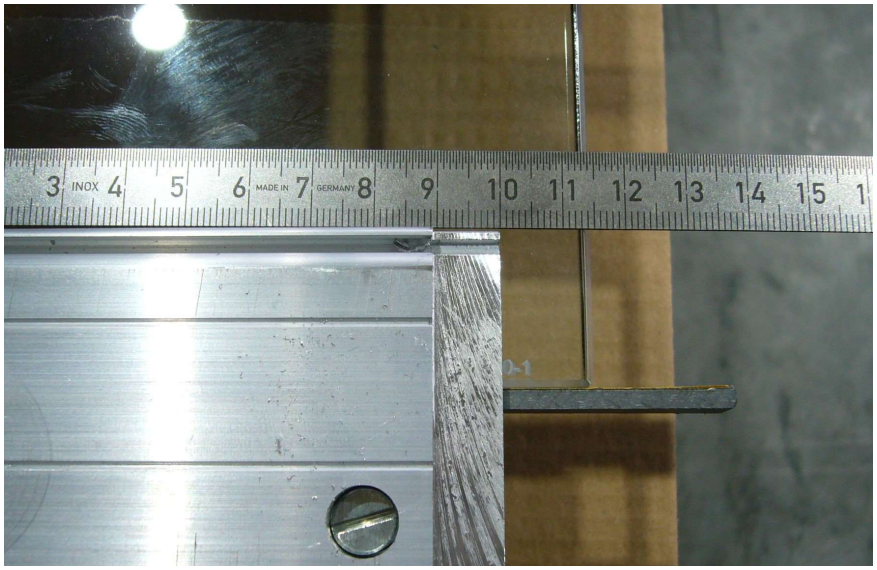

Abbildung 15
- Mit dem Maßband (oder Stahlmaßstab) von der senkrechten/ langen Glaskante 15 mm an das Klemmprofil heranmessen, mit einem Kunststoffhammer/ Schonhammer (Vorsichtig!!!) ausrichten und auf die 15 mm Abstand zur Glaskante einrichten (Abbildung 15)